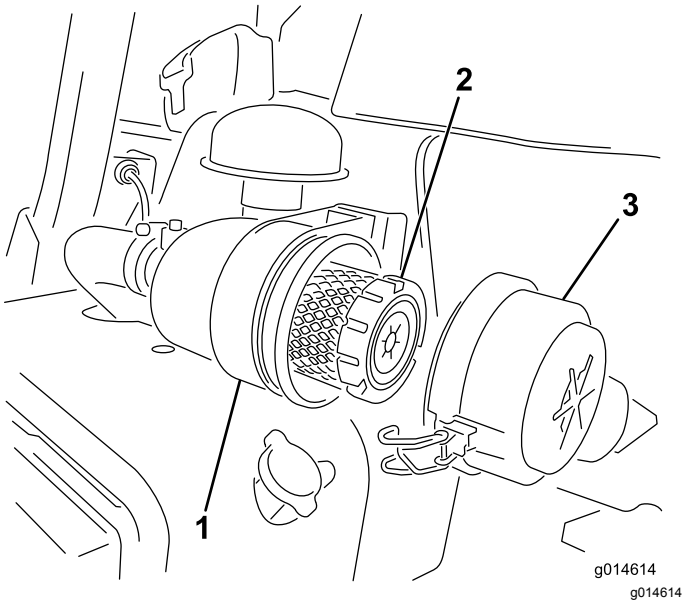

Figur 38
1. Åbn låsene, der fastgør luftfilterdækslet til luftfilterhuset (Figur 38).
7. Fastgør låsene (Figur 38).